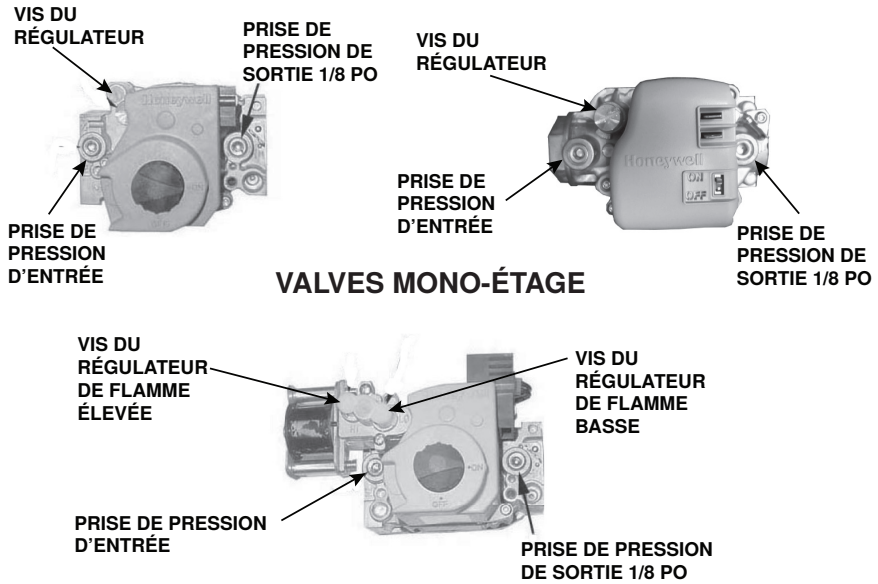

Figure 21. Vannes à gaz combinées
4. Branchez le manomètre dans la prise de pression de sortie de la vanne (voir **Figure 21**).
6. Enlevez le capuchon de la vis du régulateur à combustion faible (voir **Figure 21**) et ajustez la pression conformément au **Tableau 22** en tournant la vis du régulateur vers l'intérieur (sens des aiguilles d'une montre) pour augmenter la pression ou vers l'extérieur (sens contraire aux aiguilles d'une montre) pour réduire la pression. Reconnectez le fil à la borne HI de la vanne à deux étages à combustion faible.
9. Branchez le manomètre sur la prise de pression d'entrée (voir **Figure 21**). Pendant que l'appareil de chauffage fonctionne, mesurez la pression d'entrée, qui devrait être entre 5 et 14 PO CE pour le gaz naturel ou entre 11 et 14 PO CE pour le propane.